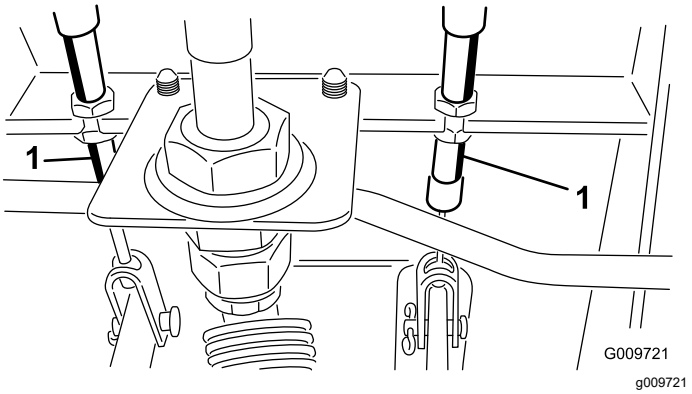

**Рисунок 115**
A. Отпустите переднюю гайку на резьбовом конце троса тормоза (Рисунок 115).